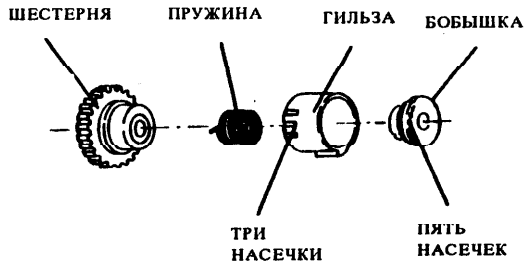

Рис. 2 Снятие бобышки, пружины, гильзы и шестерни
2. (Рис. 2): медленно снять бобышку, запомнив, в какую из пяти насечек зацеплена пружина.
ПРИМЕЧАНИЕ: (рис. 2 и 3): если надлежащая соосность выходит за диапазон последней насечки бобышки, попробовать повернуть гильзу на одну насечку в противоположном тому, в котором поворачивалась бобышка относительно пружины. Пользуясь другой из трех засечек гильзы, повторить проверку и регулировку выше.